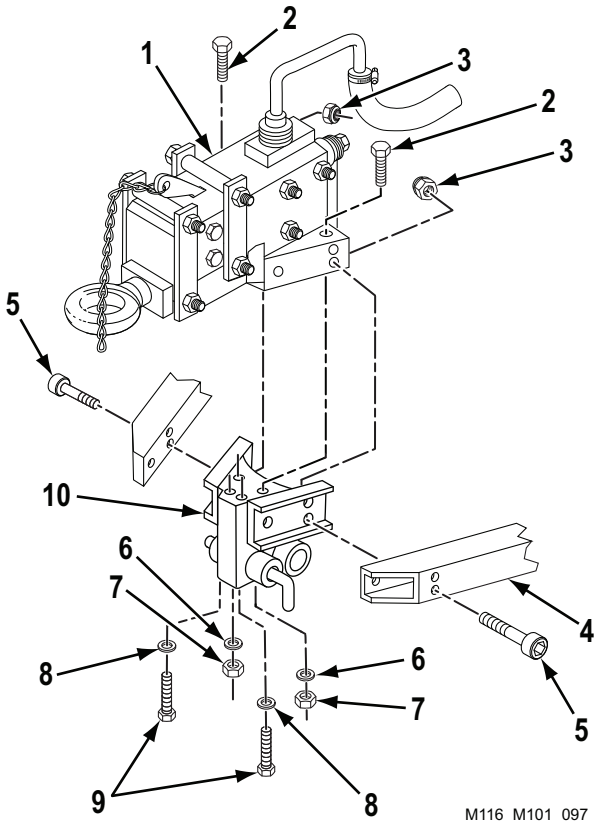
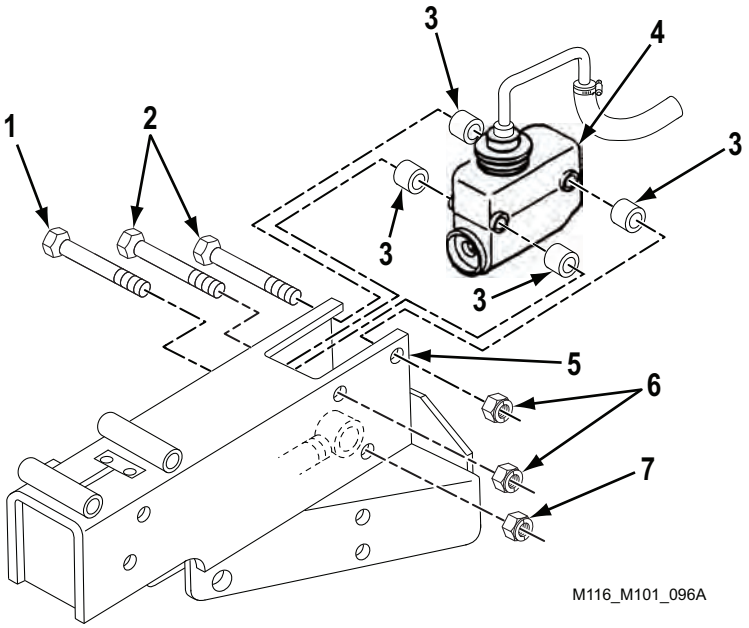

Figure 3. Hydraulic Brake Actuator Assembly Removal.
Figure 4. Master Cylinder Disassembly.
8. Remove four self-locking nuts (Figure 3, Item 3) and cap screws (Figure 4, Item 5) from hydraulic brake actuator assembly (Figure 3, Item 1), drawbar bracket assembly (Figure 3, Item 10), and two drawbars (Figure 3, Item 4). Discard self-locking nuts (Figure 3, Item 3).
9. Remove drawbar bracket assembly (Figure 3, Item 10), with hydraulic brake actuator assembly (Figure 3, Item 1), from two drawbars (Figure 3, Item 4).
10. Remove two nuts (Figure 3, Item 7), lockwashers (Figure 3, Item 6), and cap screws (Figure 3, Item 2) from drawbar bracket assembly (Figure 3, Item 10) and hydraulic brake actuator assembly (Figure 3, Item 1). Discard lockwashers (Figure 3, Item 6).
11. Remove two cap screws (Figure 3, Item 9) and lockwashers (Figure 3, Item 8) from drawbar bracket assembly (Figure 3, Item 10), and separate hydraulic brake actuator assembly (Figure 3, Item 1) from drawbar bracket assembly (Figure 3, Item 10). Discard lockwashers (Figure 3, Item 8).
1. Remove self-locking nut (Figure 4, Item 7) and cap screw (Figure 4, Item 1) from channel (Figure 4, Item 5). Discard self-locking nut (Figure 4, Item 7).
2. Remove two self-locking nuts (Figure 4, Item 6), cap screws (Figure 4, Item 2), four spacers (Figure 4, Item 3), and master cylinder (Figure 4, Item 4) from channel (Figure 4, Item 5). Discard self-locking nuts (Figure 4, Item 6).